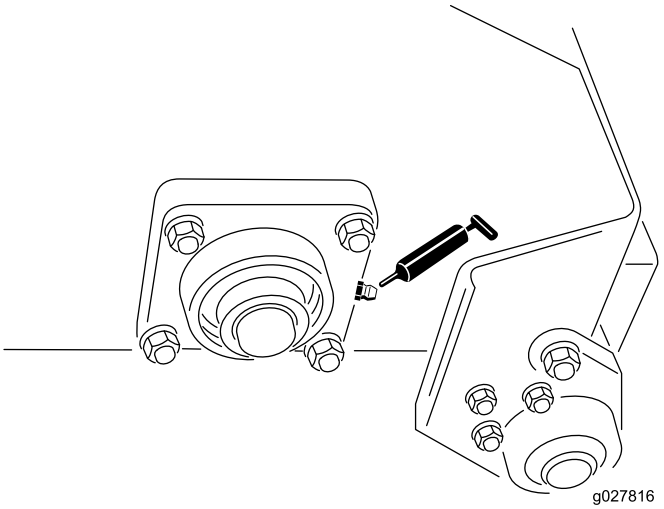

Figure 8
- Roulements de rotor de doigts souples (2) (Figure 8)